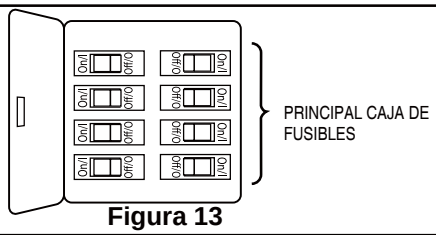

**Figura 13**
**Para evitar una posible descarga eléctrica, asegúrese de cortar la alimentación eléctrica de la caja de fusibles principal antes de colgar el ventilador. (Figura 13)**